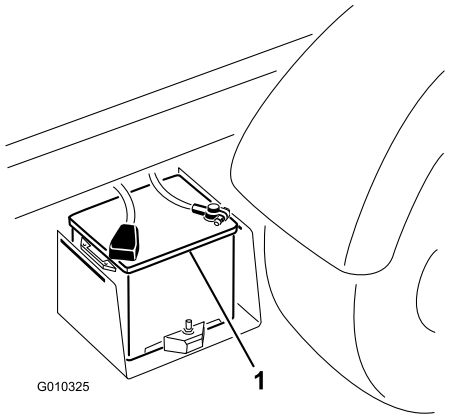

Figuur 6
5. Als de accu is opgeladen, haalt u de acculader uit het stopcontact en maakt u deze los van de accupolen (Figuur 6).